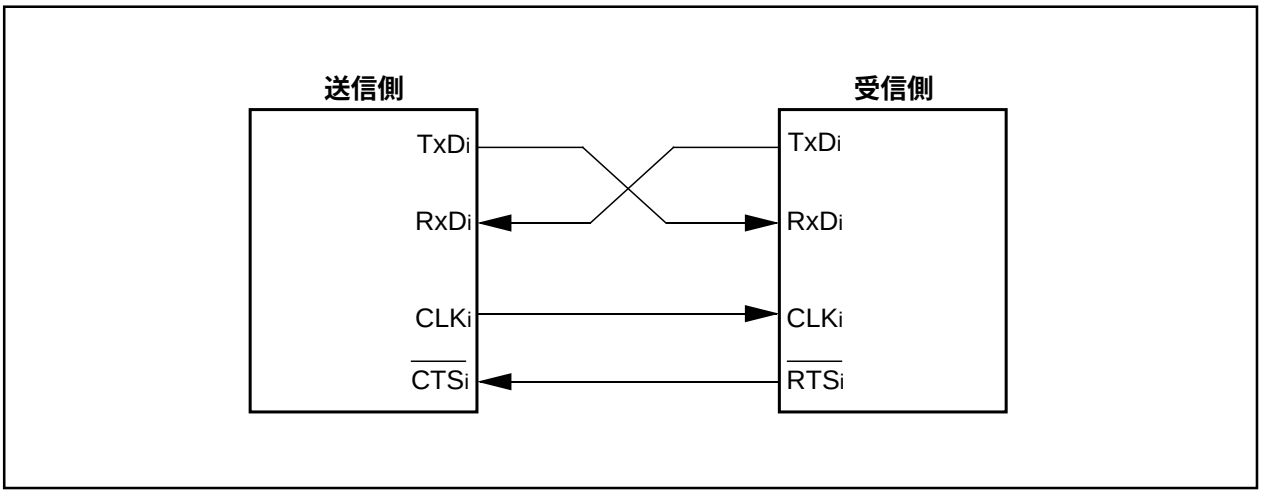

図2.4.16. 結線例
送受信 (1) 外部クロック選択時、$\overline{\text{RTS}}$機能を選択した場合は、受信可能状態になると$\overline{\text{RTSi}}$端子の出力レベルが“L”になり、受信が可能になったことを送信側に知らせます。受信が開始されると$\overline{\text{RTSi}}$端子の出力レベルは“H”になります。このため、$\overline{\text{RTSi}}$端子を送信側の$\overline{\text{CTSi}}$端子に結線すると、送受信のタイミングを合わせることができます。内部クロック選択時は$\overline{\text{RTS}}$機能は無効です。図2.4.16に結線例を示します。